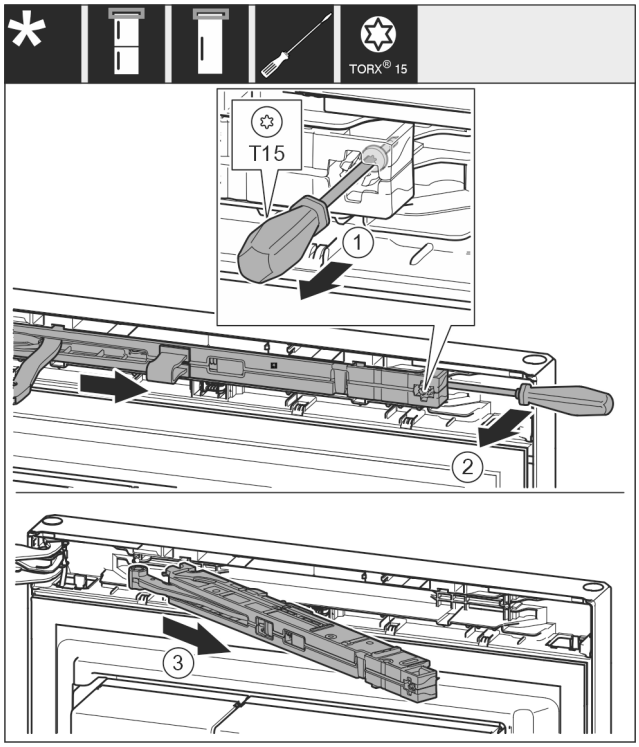

Fig. 15
- ▶ Atskrūvējiet durvju amortizatora mezgla skrūvi *Fig. 15 (1)* ar skrūvgriezi 14 mm.
- ▶ Izceliet durvju amortizatora mezglu *Fig. 15 (2)* roktura pusē ar skrūvgriezi uz priekšu.
- ▶ Izvelciet durvju amortizatora mezglu *Fig. 15 (3)*.